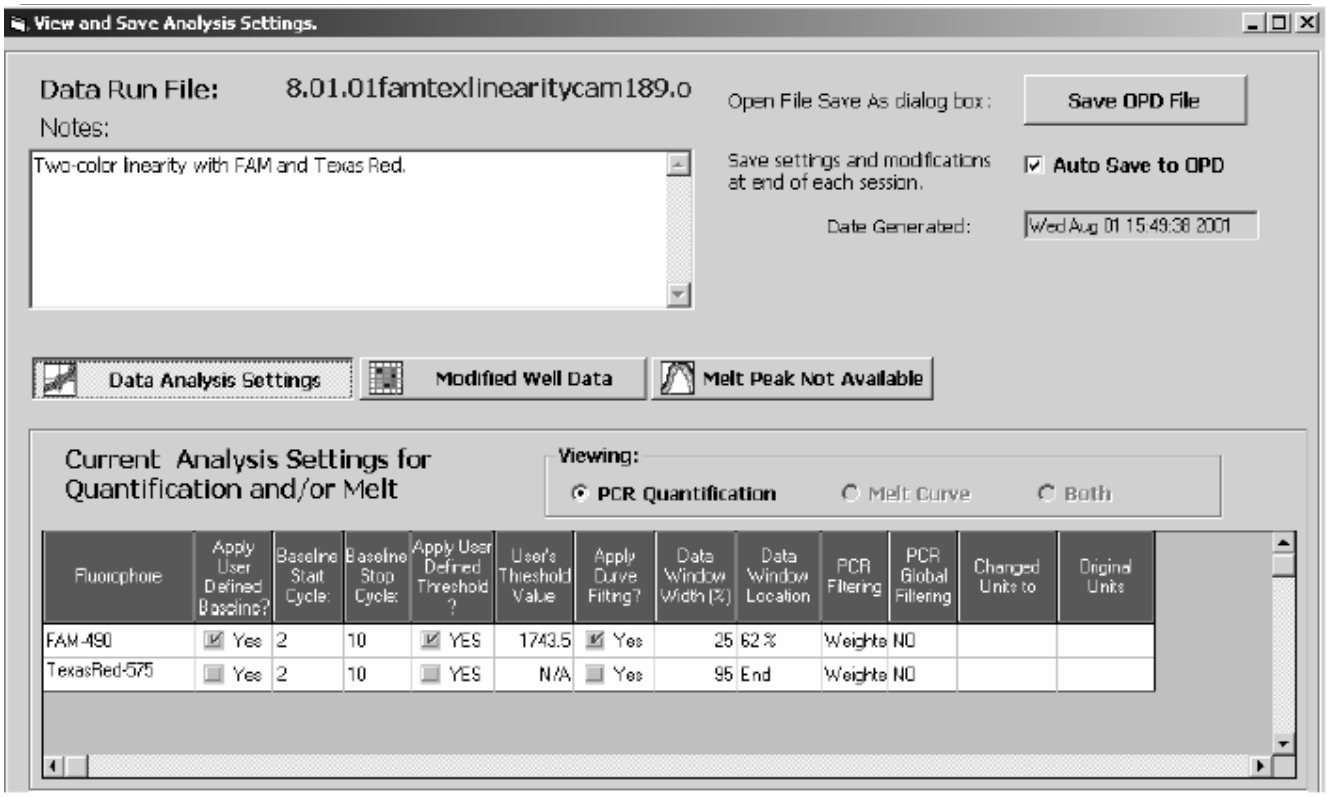

Рис.7-4. Окно просмотра и сохранения установок анализа.
1. В окне просмотра и сохранения данных нажмите **SAVE OPD FILE**. Откроется окно просмотра и сохранения установок анализа (Рис. 7-4).